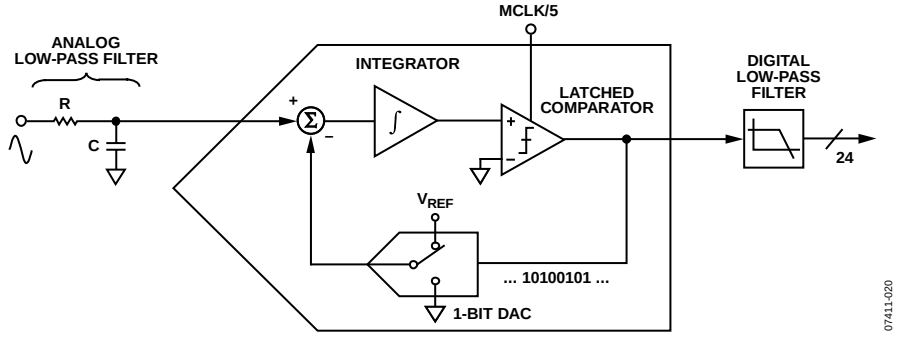
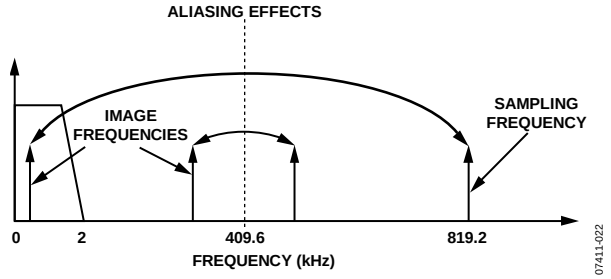

Figure 44. First-Order Σ-Δ ADC
Figure 45. ADC and Signal Processing in Current Channel Outline Dimensions
For simplicity, the block diagram in Figure 44 shows a first-order Σ-Δ ADC. The converter is made up of the Σ-Δ modulator and the digital low-pass filter (LPF).
Figure 44 also shows an analog LPF (RC) on the input to the modulator. This filter is present to prevent aliasing, an artifact of all sampled systems. Aliasing means that frequency components in the input signal to the ADC that are higher than half the sampling rate of the ADC appear in the sampled signal at a frequency below half the sampling rate. Figure 45 illustrates the effect. Frequency components (the black arrows) above half the sampling frequency (also known as the Nyquist frequency, that is, 409.6 kHz) are imaged or folded back down below 409.6 kHz. This happens with all ADCs, regardless of the architecture. In Figure 45, only frequencies near the sampling frequency (819.2 kHz) move into the band of interest for metering (40 Hz to 2 kHz). This allows the use of a very simple LPF to attenuate high frequency (at approximately 819.2 kHz) noise and prevents distortion in the band of interest.
For conventional current sensors, a simple RC filter (single-pole LPF) with a corner frequency of 10 kHz produces an attenuation of approximately 40 dB at 819.2 kHz (see Figure 45). The 20 dB per decade attenuation is usually sufficient to eliminate the effects of aliasing for conventional current sensors. However, for a di/dt sensor such as a Rogowski coil, the sensor has a 20 dB per decade gain. This neutralizes the −20 dB per decade attenuation produced by one simple LPF. Therefore, when using a di/dt sensor, care should be taken to offset the 20 dB per decade gain. One simple approach is to cascade two RC filters to produce the −40 dB per decade attenuation needed.